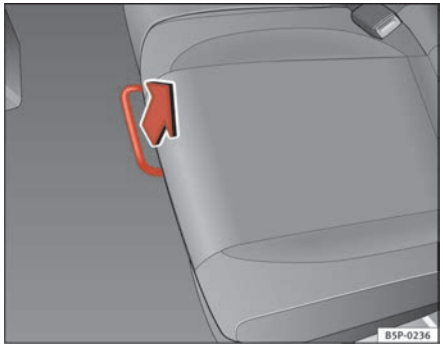

Fig. 96 For unlocking the rear seat
– In the seated position, unlock the lever in the direction of the arrow ⇒ fig. 96.